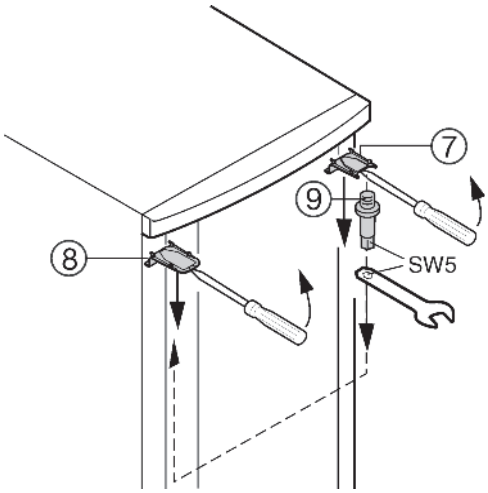

Рис. 5
▶ Выведите из зацепления верхнюю крышку (рис. 5 (7)) и крышку (рис. 5 (8)) в направлении вперед с помощью отвертки и снимите их, сдвигая их в направлении вниз под углом.
▶ Поверните шарнирный болт (рис. 5 (9)) и снимите его, перенесите его на противоположную сторону и установите на новом месте. Используйте для этого прилагаемый ключ с шестиугольным гнездом.
▶ Чтобы установить крышку (рис. 5 (7)) на той стороне, где находится шарнирный болт, вставьте ее заднюю часть и зафиксируйте спереди.
▶ Чтобы установить крышку (рис. 5 (8)) на противоположной стороне, вставьте ее заднюю часть и зафиксируйте спереди.
▶ Наденьте дверь на шарнирный болт (рис. 5 (9)) и закройте ее.